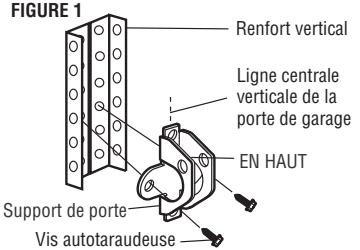

FIGURE 2
- On peut également utiliser deux boulons de 5/16 po-18x2 po, des rondelles-freins et des écrous (non fournis). (Figure 2)